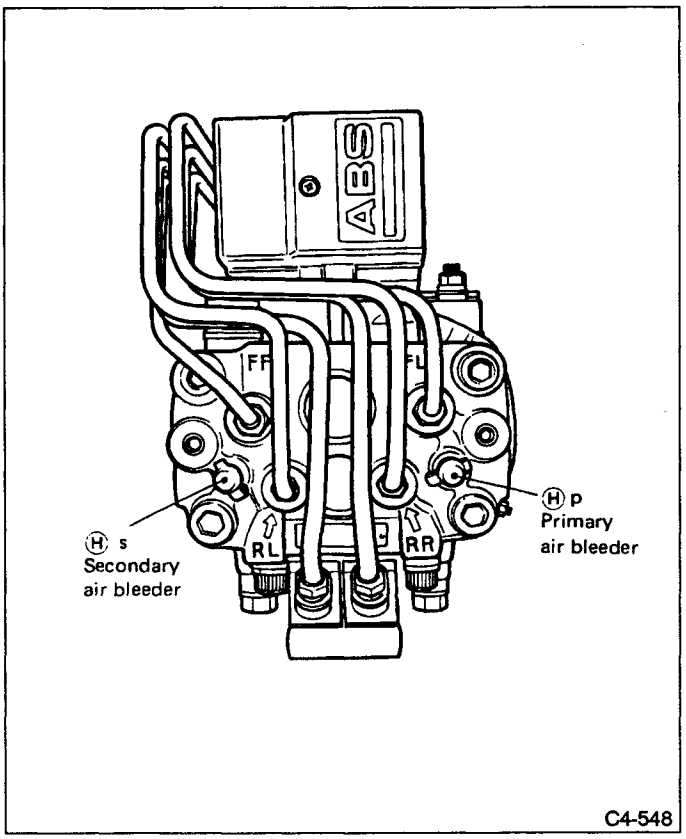

Fig. 124 Hydraulic unit
5) Bleed air from brake system in numerical sequence shown in Figure 124 and 125 using above steps as a guide.